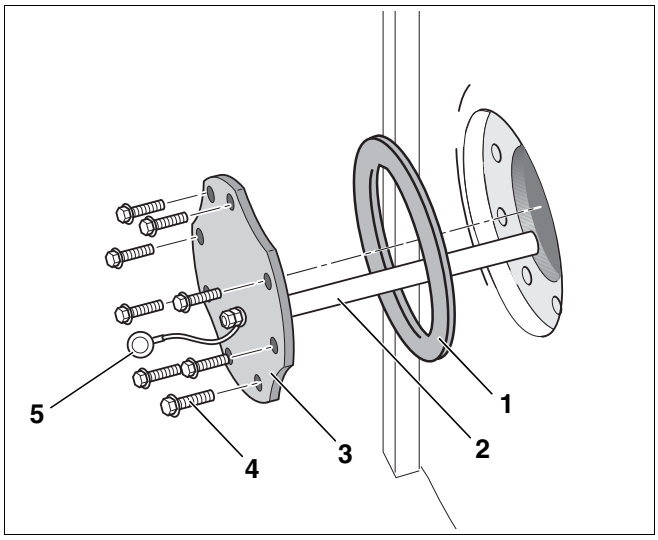

Rys. 14 Demontaż pokrywy otworu wyczystkowego
- Wykręcić śruby z łbem sześciokątnym (rys. 14, **poz. 4**) z pokrywy otworu wyczystkowego (rys. 14, **poz. 3**).
- Zdjąć pokrywę otworu wyczystkowego z anodą magnezową (rys. 14, **poz. 2**) i uszczelką (rys. 14, **poz. 1**) z podgrzewacza.